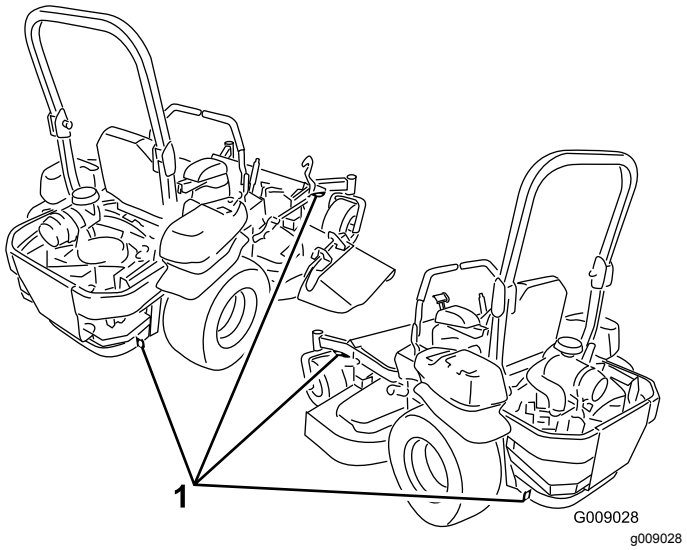

Figur 33
5. Använd fästöglorna av metall på maskinen för att säkra den på släpvagnen eller lastbilen med hjälp av spännband, kedjor, vajrar eller rep (Figur 33).